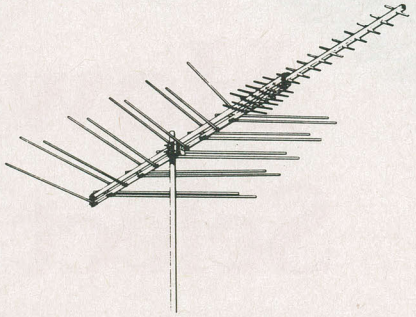
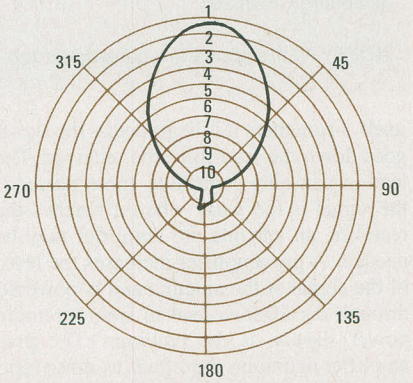

FIG. 6—THIS HIGHLY DIRECTIONAL ANTENNA is designed for both VHF and UHF reception.
FIG. 13—GRAPH OF THE BEAM WIDTH of an antenna. This graph is of an antenna with a beam width specification of 53°.
Figure 6 shows a combination VHF-UHF antenna. The front of the antenna has 10 parasitic UHF directors. The next section of short elements has 11 UHF driven elements. The back section has 10 driven VHF elements. There are no VHF parasitic directors or reflectors. However, the longer VHF elements act as reflectors for the elements in front of them. The forward sweep angle of the VHF elements contributes to its directional characteristics. This antenna works well in medium-signal areas with strong interference since the antenna is extremely directional.
4. The antenna's beam width is the maximum angle at which a signal can hit the antenna and still be at least half as strong, or no more than 3 dB down. Figure 13 is a graph of an antenna with a 53° beam width. The beam of the antenna shown in Fig. 6 averages 67° on channels 2–6, 29° on channels 7–13, and 31° on UHF channels 14–83. See Table 3 for beam width specifications on several antennas.